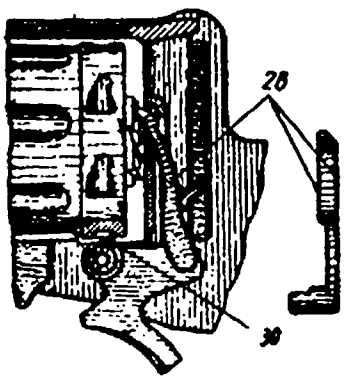

Рис. 9
Причины затруднительной постановки курка на боевой взвод: 1. Утыкание дульца гильзы в задний обрез ствола вследствие одновременного износа: а) собачки по ширине (*26* на рис. 9);	При утыкании дулец гильзы во всех каморах барабана подобрать новую собачку, имеющую больший размер по ширине.
3. Провертывание барабана из-за смятия выступа спускового крючка (*30* на рис. 9) с уменьшением его высоты. Проверить работу револьвера действием на спусковой крючок. При вращении барабана собачкой выступ спускового крючка должен входить в соответствующий вырез на поясе барабана. Отделить спусковой крючок и осмотреть, нет ли наминов на его выступе.	При смятии выступа спускового крючка подобрать новый спусковой крючок.
5. Изгиб собачки (*26* на рис. 9). Отделить собачку от револьвера и проверить ее прямизну линейкой.	Выправить собачку на плите ударами медного молотка. Собрать револьвер и проверить совмещение камор барабана с каналом ствола.